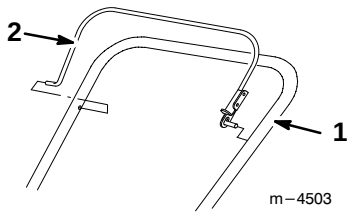
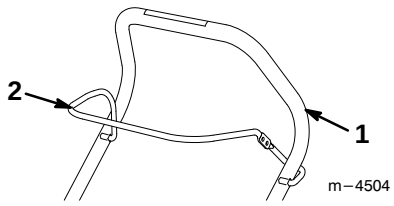

Figur 7
Figur 8
2. Montera reglagestången på övre handtaget enligt Figur 7 (modellerna 38428 och 38429) eller Figur 8 (modellerna 38441 och 38442).